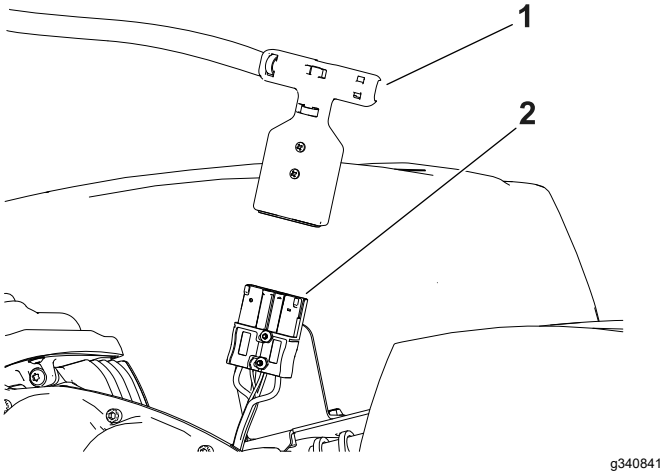

Figuur 20
5. Koppel de accu los door de aansluiting met T-greep van de hoofdstroomaansluiting af te trekken (Figuur 20).